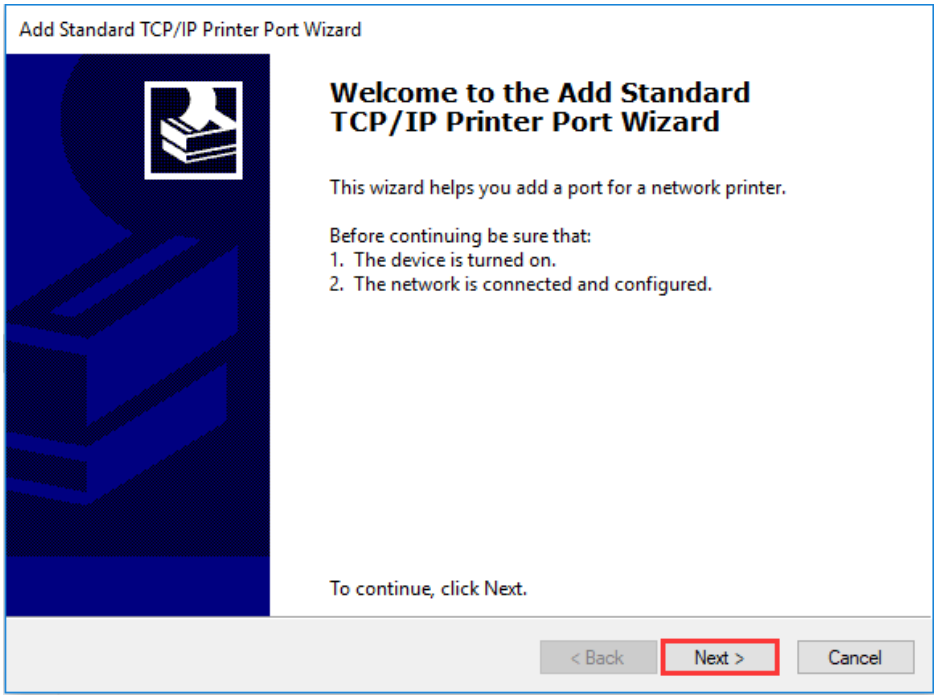

Figure 2-36 Add Standard TCP/IP Printer Port Wizard
6. The "Add Standard TCP/IP Printer Port Wizard" screen displays, click "Next", as shown in Figure 2-36.